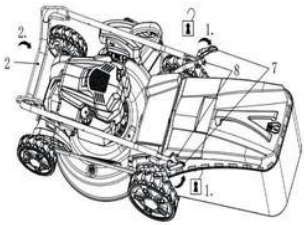

Abb. 1
2. Klappen Sie die beiden Klemmbügel (7) auseinander, um den oberen Griff (2) zu lösen (Abb. 1, Schritt 1).
3. Heben Sie den oberen Griff (2) an (Abb. 1, Schritt 2) und positionieren Sie ihn zwischen den beiden Halterungen (12). Richten Sie den oberen Griff (2) so aus, dass der Bremshebel (3) nach oben zeigt.
4. Befestigen Sie den oberen Griff (2) an den unteren Griffen (8), indem Sie diese zusammenführen und mit den Klemmbügeln (7) sichern (Abb. 1, Schritt 3). Wenn der Bremshebel (3) nicht in der richtigen Position ist, klappen Sie die Griffe erneut auseinander und richten Sie sie korrekt aus. Ziehen Sie anschließend die Kontermuttern (Schlüsselweite 13) fest, um den Griffwinkel einzustellen (Abb. 1).
5. Stellen Sie sicher, dass Antriebsseil (5) und Bremsseil (6) außen geführt sind und nicht verdreht sind.